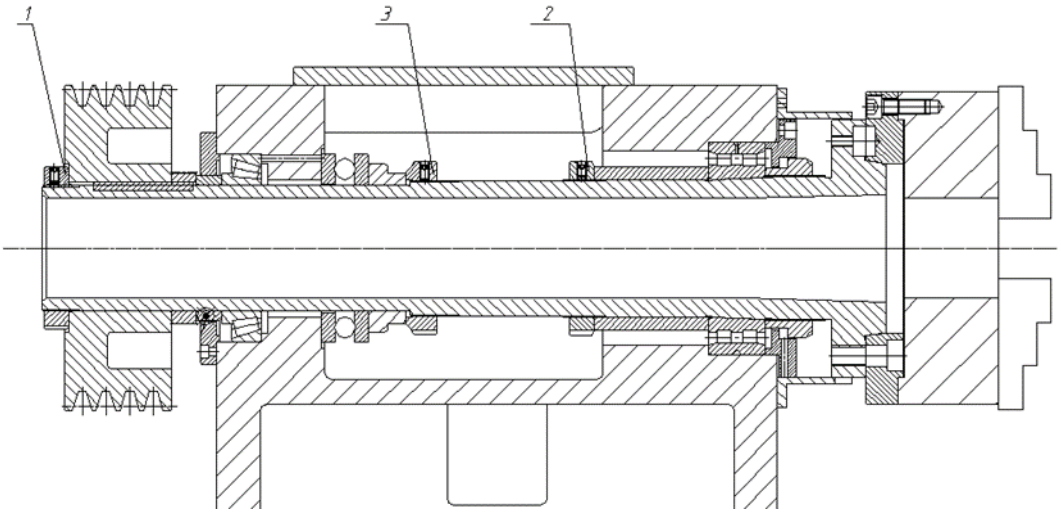

**Рис. 4**
11.3.7 Регулировка зазора шпинделя (см. Рис. 4)